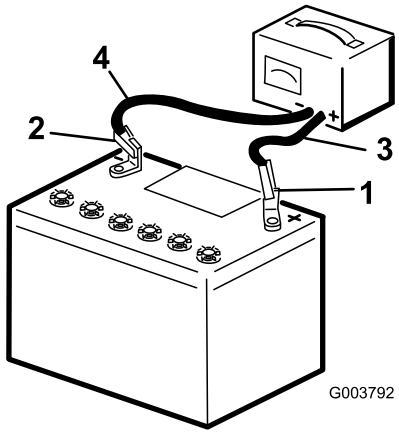

Figura 78
3. Conecte o cabo negativo do carregador ao terminal negativo da bateria (Figura 78).
5. Quando a bateria estiver totalmente carregada, desligue o carregador da rede elétrica e desconecte os cabos do carregador dos terminais da bateria (Figura 78).